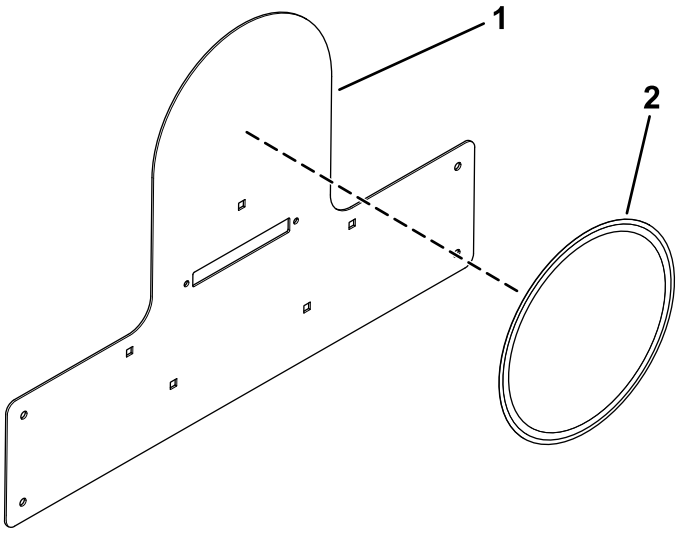

Figur 21
7. Sæt en hastighedsmærkat på hastighedspladebeslaget (Figur 21).